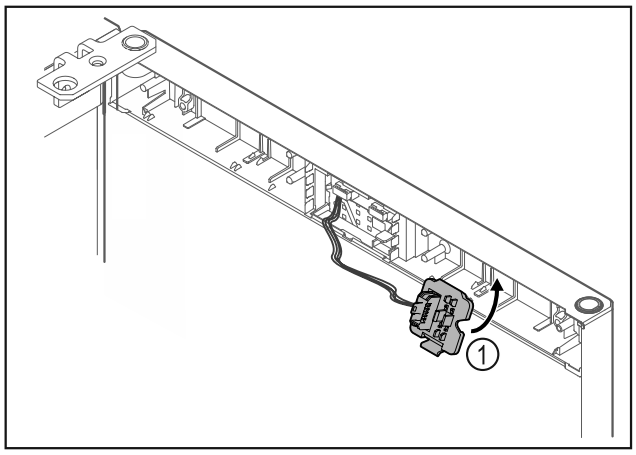

Fig. 19
▶ Encajar el soporte del conector *Fig. 19 (1)* en el lado contrario.